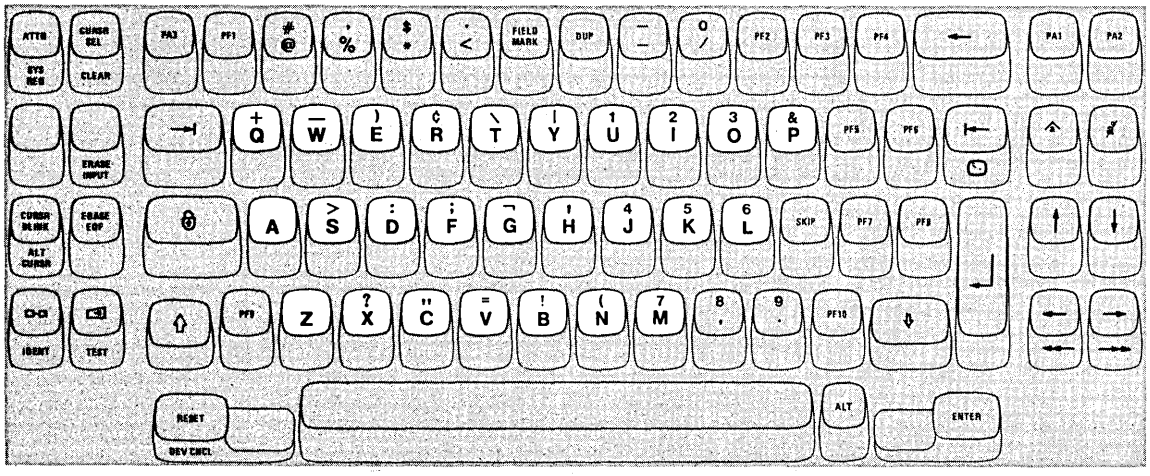

Figure 3-15. Alphabet Keys
All but two of the Alphabet keys (A and Z) are dual-character keys. (See Figure 3-15.) The alpha character (on the lower half of the key face) will display when the key is pressed while the keyboard is in Alphabetic Mode (its normal mode). When pressed while the keyboard is in Numeric Mode, each of these keys displays the digit or symbol on the upper half of the key face. Remember that the keyboard is in Numeric Mode (1) when the Numeric Shift (⇧) key is being held down, (2) when the Numeric Lock (🔒) key has been pressed once, or (3) whenever the cursor is in a formatted numeric field. All alphabetic characters are always displayed as capital letters. All the Alphabetic keys are typamatic if held down.